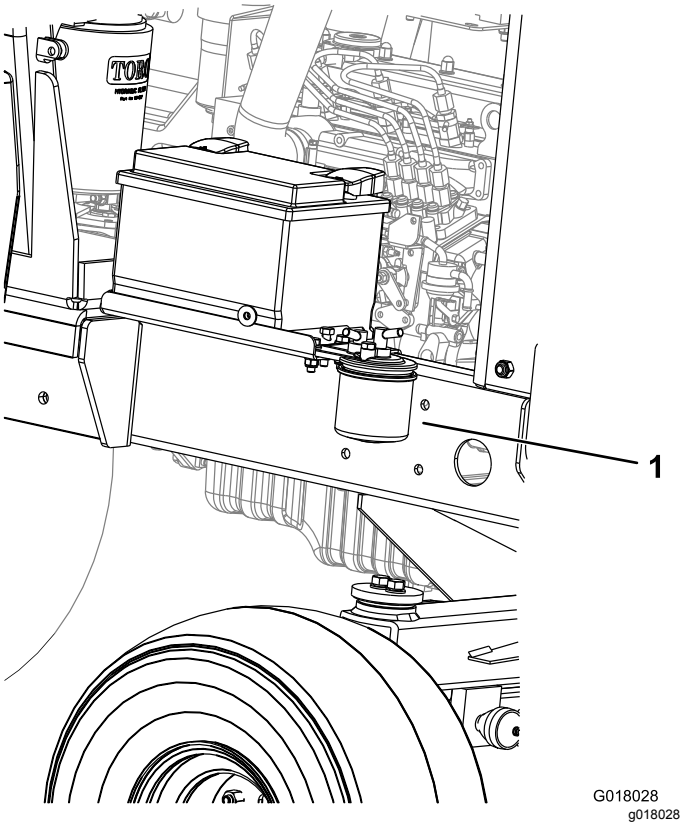

Rysunek 47
1. Umieść czysty pojemnik pod obudową filtra paliwa (Rysunek 47).